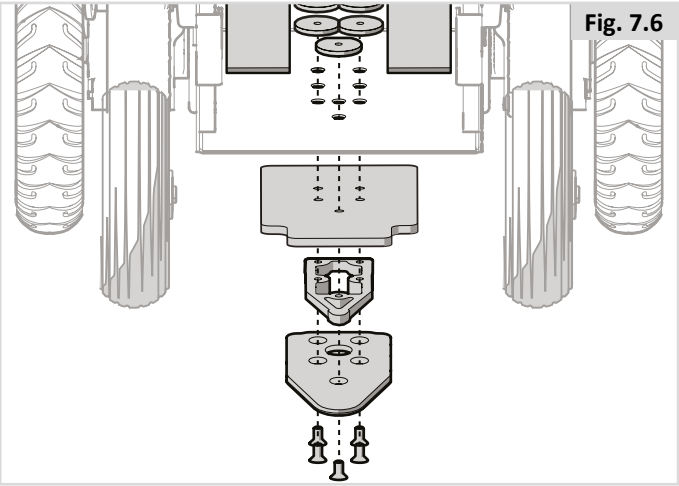

Fig. 7.6
1. Plaats de 8 mm dikke pasring op de aankoppelplaat (Fig. 7.6).